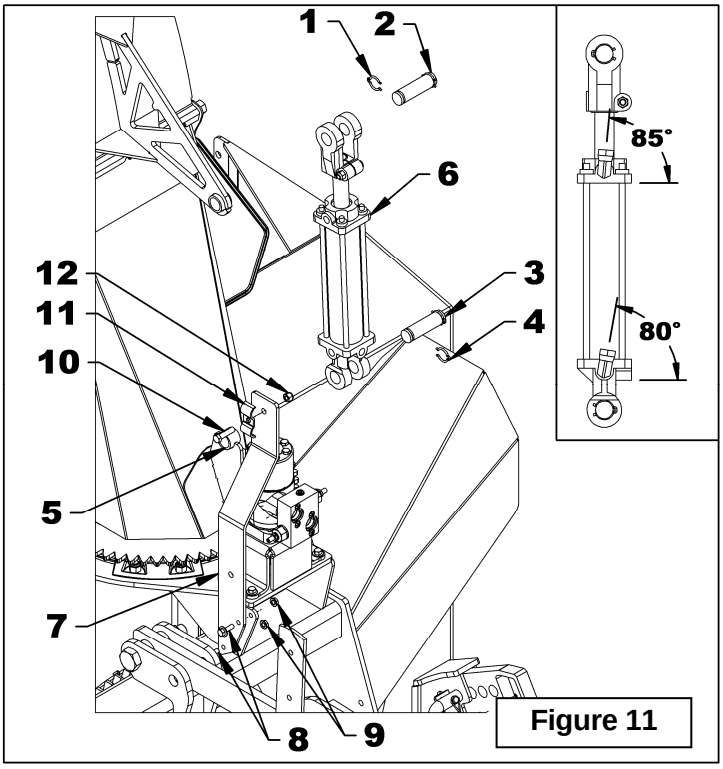

Figure 11
1. **Figure 11:** Installer le support de boyau (item 7) à l'aide de deux boulons hex à bride rainuré 5/16"NC x 1" et écrous à bride rainuré 5/16"NC (items 8-9).
2. **Figure 11:** Fixer la crampe à boyau (item 11) avec un boulon 3/8"NC x 1 1/2" et écrou 3/8"NC (items 10,12). Ne pas serrer.